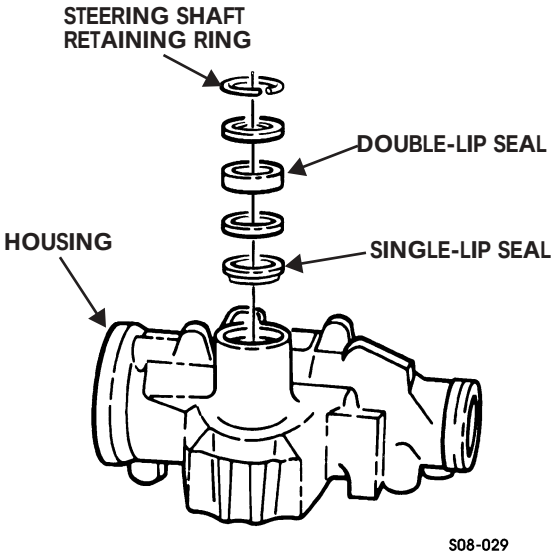

Figure 8-38: Steering Shaft Retaining Ring
36. Remove steering shaft retaining ring from housing. Discard retaining ring (Figure 8-38).